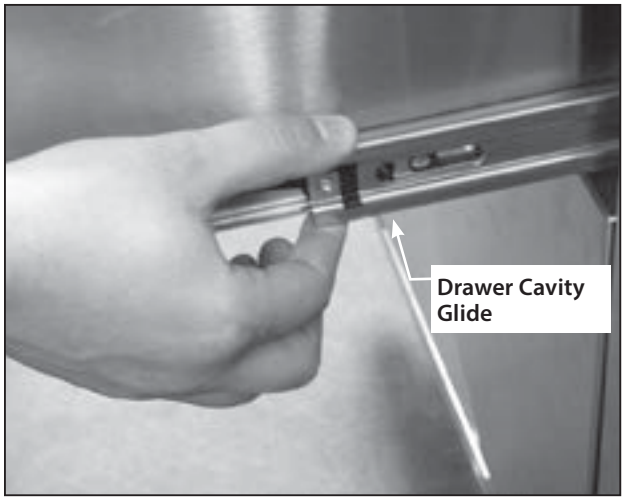

Fig. 12
3. While holding the drawer up by the handle, pull the glides from the drawer cavity out over the drawer glide until they click (Fig. 12).